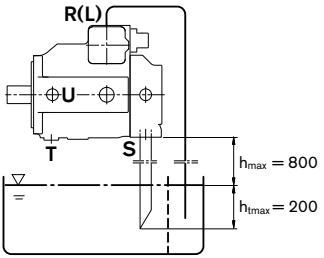

図 4
b) 最小液面レベルが、ポンプの上部の縁より下の場合: ケースドレンポート、とポート S を配管してください (図 4 を参照)。1.2 項に示された条件を順守してください。
a) タンクの上への取付け、図 4 を参照